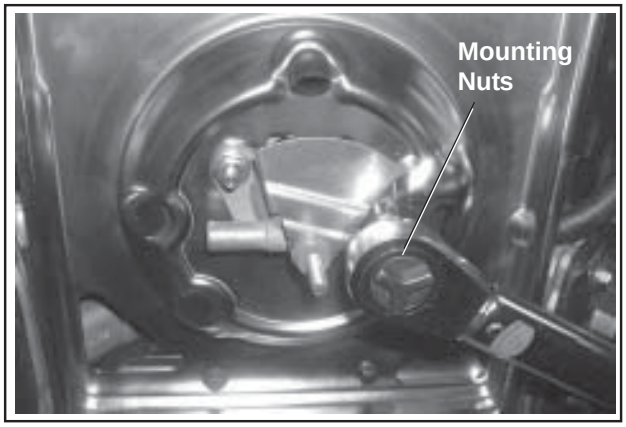

Figure 11-85. Torquing Base and Spitback Cup Mounting Nuts.
2. Position a new gasket and the air cleaner base on the studs while carefully pulling the loose end of the rubber breather hose through the base until properly seated (collars sealed against each side of the base. See Figure 11-85.
3. Secure the air cleaner base and bracket, or spit-back cup with baffle, using the hex flange nuts. If a lower air cleaner bracket is used, install the two M5 screws through the lower section of the base. Torque the hex flange nuts to **6.2-7.3 N·m (55-65 in. lb.)**, and the two lower M5 mounting screws (when applicable) to **4.0 N·m (35 in. lb.)**, See Figures 11-85 and 11-86.